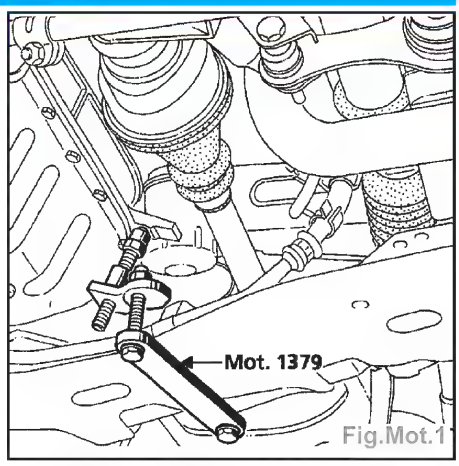

Fig.Mot.1
- Mettre en place le **Mot. 1379** (Fig.Mot.1).